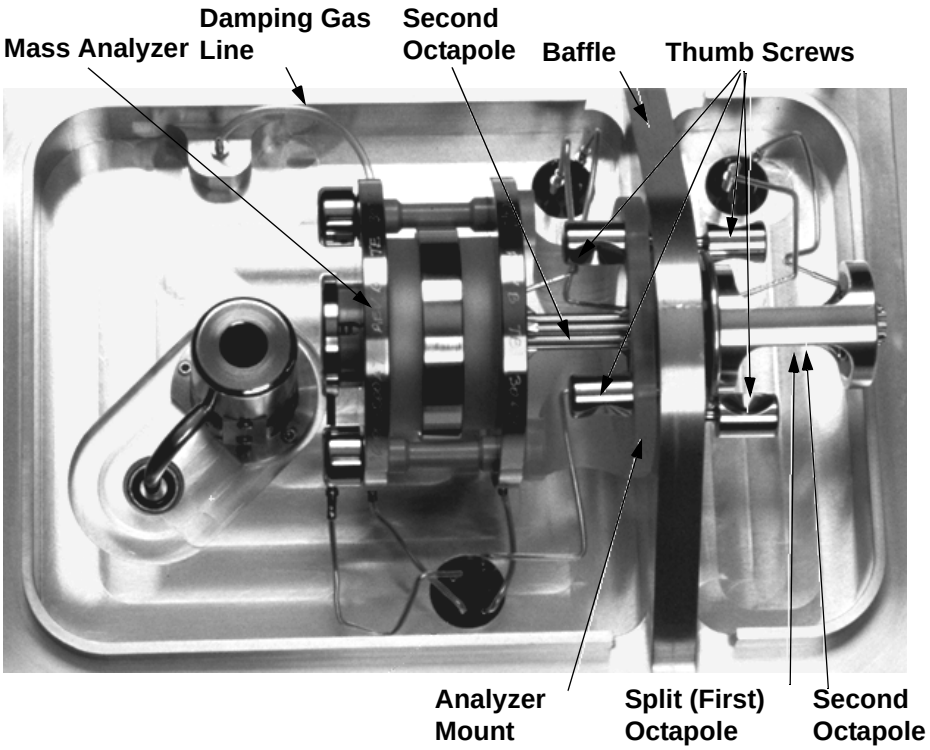

Figure 4-5. Mass analyzer and ion optics, mounted to the baffle on the top cover plate of the vacuum manifold
The ion optics and mass analyzer are mounted on a baffle on the underside of the top cover plate of the vacuum manifold. See Figure 4-5.
2. Disconnect the four electrical leads to the split (first) octapole. Hold the octapole mount with one hand; loosen and remove the two thumb screws that hold the octapole mount to the baffle on the top cover plate of the vacuum manifold. See Figure 4-5.
6. Disconnect the damping gas line from the nipple on the exit endcap electrode by pulling the line free from the nipple (Figure 4-5).
7. Hold the mass analyzer with one hand; loosen the two thumb screws that hold the analyzer mount to the baffle (Figure 4-5).
1. Insert the cylindrical end of the analyzer mount (with the mass analyzer and second octapole [the octapole with two lead pins] attached) into the opening in the baffle on the top cover plate of the vacuum manifold. Ensure that the open side of the analyzer mount is away from the top cover plate. See Figure 4-5.